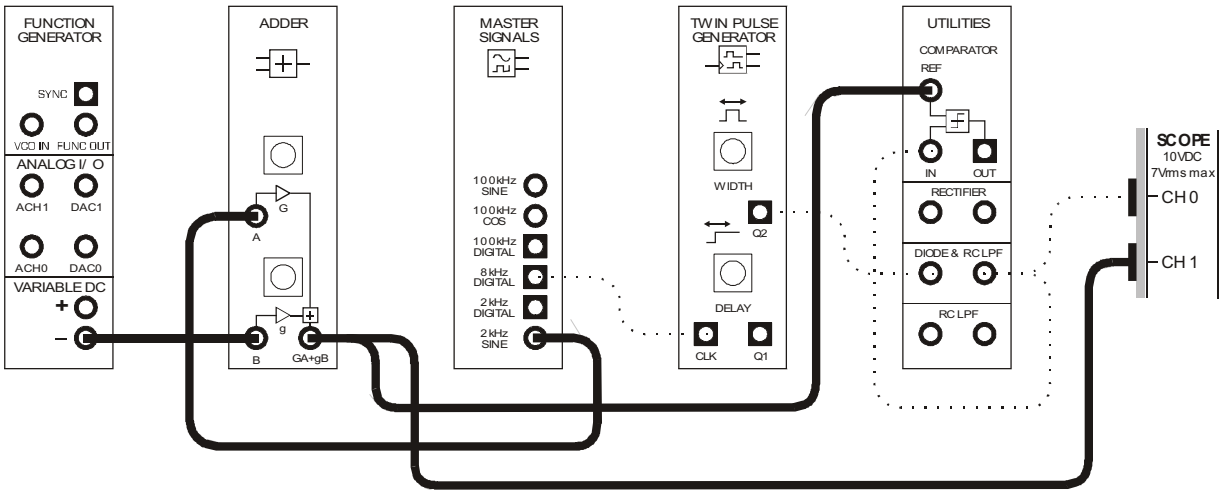

Figure 10
25. Disconnect the plug to the Variable Power Supplies' positive output voltage and modify the set-up as shown in Figure 10 below.